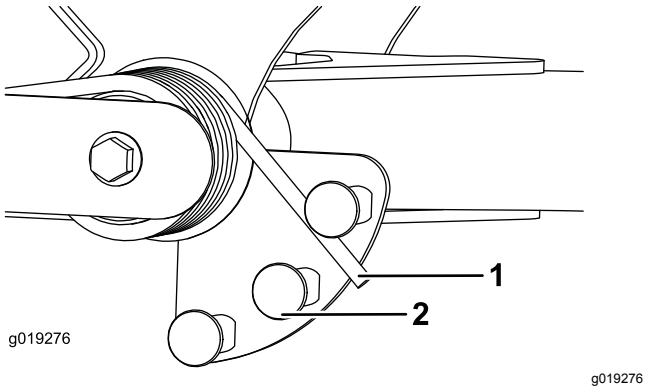

Figuur 65
2. Breng een buis of vergelijkbaar voorwerp aan over het lange veeruiteinde en draai ze rond de actuator van de veer tot de gewenste stand (Figuur 65).